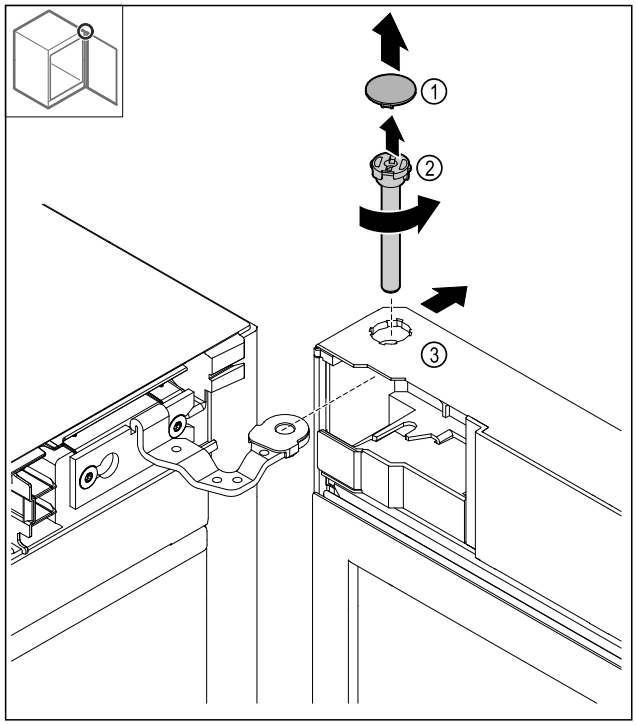

Fig. 13
- ▶ Detașați capacul *Fig. 13 (1)*.
- ▶ Desfaceți bolțul *Fig. 13 (2)* în sens antiorar și extrageți-l.
- ▶ Basculați ușor ușa *Fig. 13 (3)*.